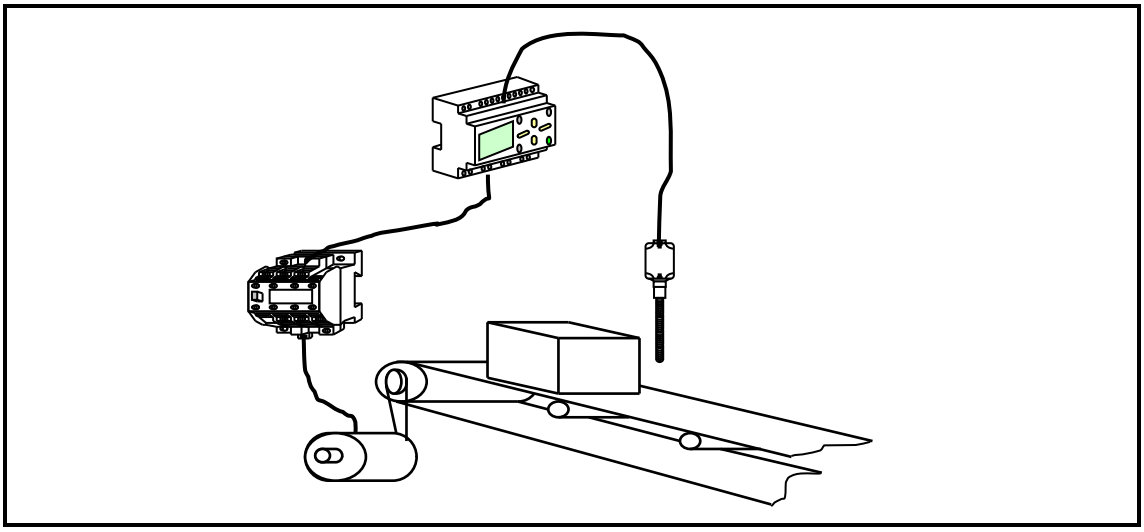

FIGURE 1
Name the motion-control system shown in FIGURE 1. (1)
2.2 Differentiate between *absolute encoders* and *incremental encoders*. (3 + 3) (6)